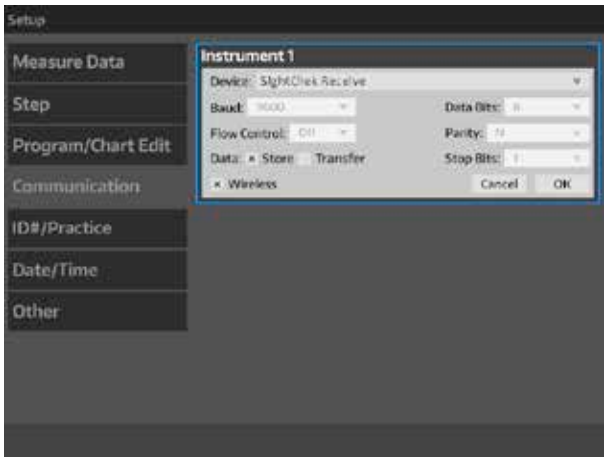

Figure IS-40 Menu Paramètres
3. Choisir Stocker ou Transférer les données et cocher la(les) case(s) appropriée(s). Se reporter à la Figure IS-40.
4. S'il doit être connecté sans fil, cocher la case Sans fil. Se reporter aux instructions du kit du dongle sans fil pour plus d'informations sur la configuration de la communication sans fil. Se reporter à la Figure IS-40.
5. Appuyer sur **OK** pour sauvegarder les paramètres, fermer la case des paramètres Instrument1 et revenir à l'écran Communication. Se reporter à la Figure IS-40.